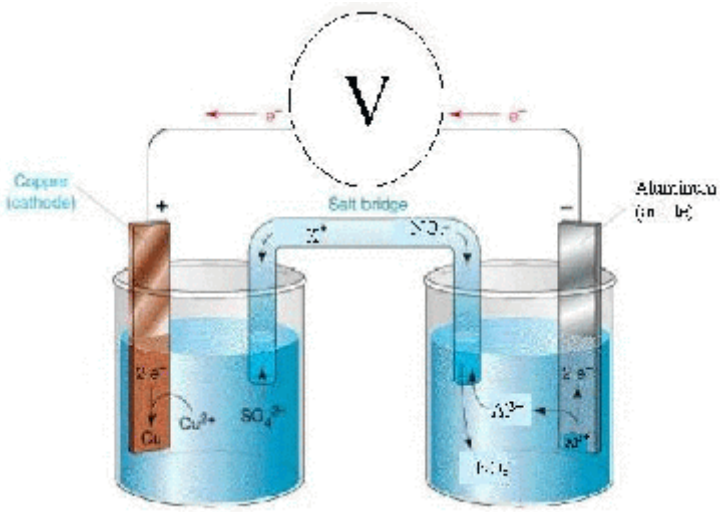

Figure 3. Galvanic Cell
A galvanic cell is an electrochemical cell in which the oxidation and reduction reactions occur spontaneously. For a galvanic cell to produce useful electrical current, the two half-reactions must be physically separated from each other. In the apparatus used in this experiment (Figure 3) the reactions take place in separate beakers. The beaker in which reduction will take place contains a copper(II) sulfate solution and a strip of copper metal. The oxidation will take place in a beaker containing a metal strip and a potassium nitrate solution. The potassium nitrate serves as an electrolyte and is not directly involved in the reaction. No reaction will take place until these beakers are connected to form a complete circuit. One part of the connection is supplied by the wire, with a switch and voltmeter, connecting the metal strips. The electrons follow this path and their motion represents the current used to power a motor, or light bulb. A salt bridge provides the other connection. This completes the circuit by allowing the flow of charged particles through the solution.
1. On the laboratory bench, there are two beakers and a U-tube salt bridge setup as shown in Figure 3 on p E21B-5. One beaker contains 1 M $CuSO_4$ and the other 1 M KNO_3. The salt bridge is also filled with 1 M KNO_3. (At the end of the experiment leave this setup just as you found it.)
4. Using Figure 3 as a guide, fill in the blanks provided to label the following picture. Depicted is a Cu-Fe cell using a Na_2SO_4 solution in the connecting tube (name tube,'c'), a $CuSO_4$ solution in the copper beaker and a $FeSO_4$ solution in the iron beaker. Indicate the direction of the electron flow through the wiring (a, b) and show where electrons are used to reduce/oxidize Cu/Fe from/to solution.